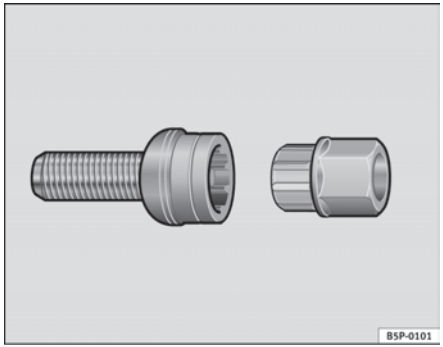

Fig. 182 Anti-theft wheel bolt
– Insert the adapter onto the wheel bolt and push it on as far as it will go ⇒ fig. 182.